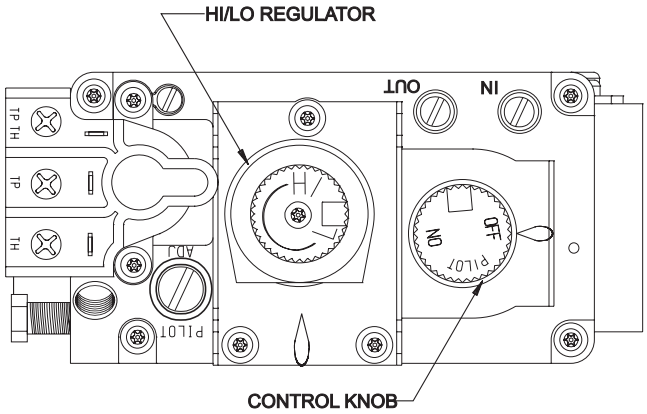

Figure 22
***NOTICE*:** The gas control valve allows you to increase or decrease the height of the main burner flame. The control valve has a pressure regulator with a knob as shown in **Figure 22**. Rotate the knob clockwise to "HI" to increase the flame height and counterclockwise to "LO" to decrease the flame height.